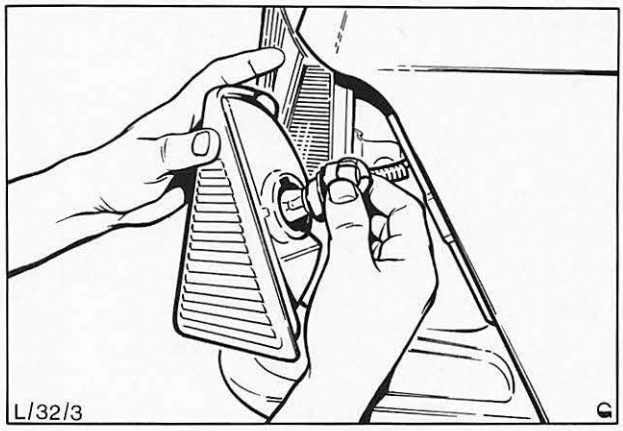

Abb. 16 Glühlampe – Blinkleuchte ausbauen
3. Lampenfassung nach links drehen und von der Blinkleuchte ausbauen, Abb. 16.